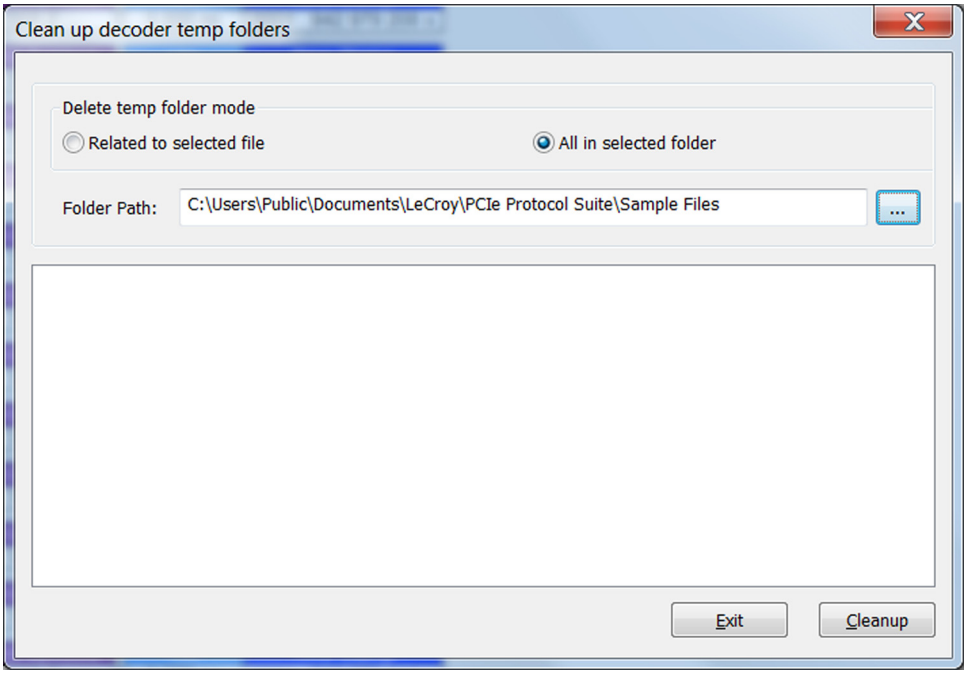

Figure 4.6: Clean Up Decoder Temp Files Dialog
3. The following Dialog will pop up: See Figure 4.6 on page 170.